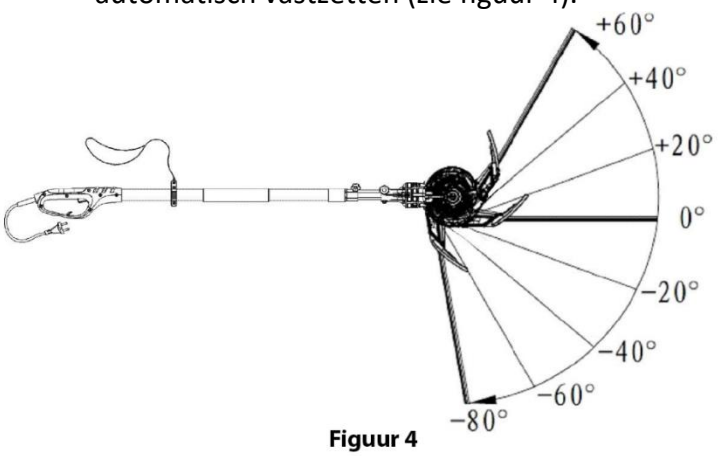

Figuur 4
2. Druk op de verstelknop en stel de gewenste positie in. De verstelknop zal de positie automatisch vastzetten (zie figuur 4).